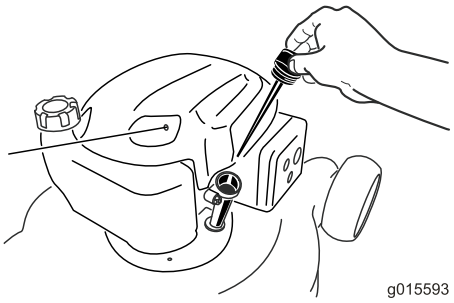

Figur 5
2. Tag målepinden ud (Figur 5).